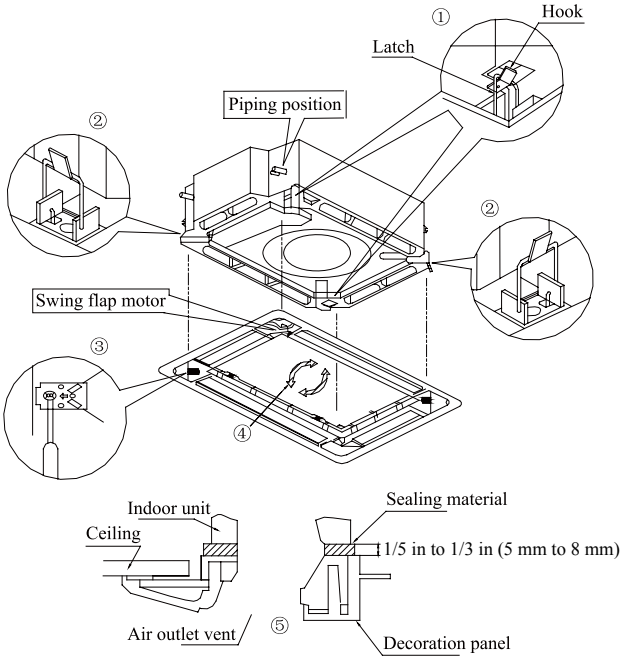

Fig.13
1. Set the panel to the indoor unit body by matching the position of the swing flap motor of the panel to the piping position of the panel to the piping position of the indoor unit as shown by fig.13.
① Install the panel on the indoor unit temporarily. When install, hang the latch on the hook that is located on the opposite side of the swing flap on the panel of the indoor unit. (2 positions)
② Hang the remaining 2 latches to the hooks on the sides of the indoor unit.(Be careful not to let the swing motor lead wire get caught in the sealing material.)
③ Screw the 4 hexagon head screws under the latches in about 3/5 in (15 mm). (The panel would rise)
④ Adjust the panel by turning it toward the direction pointed by the arrow as shown in fig.13, so that the adjust board connect the ceiling well.
⑤ Tighten the screws until the thickness of the sealing material between panel and indoor unit reduced to 5-8mm.